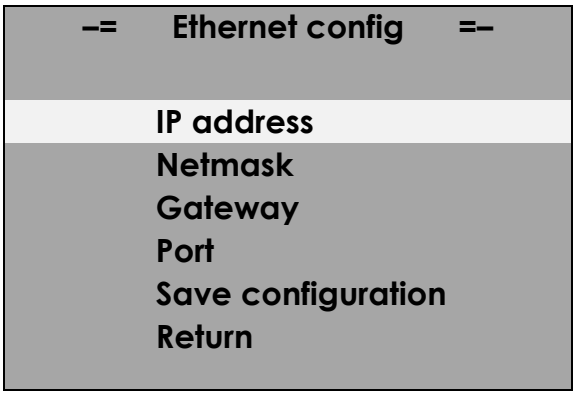

Рисунок 3.6
3.4.5 Меню **«Ethernet config»** предназначено для настройки интерфейса связи с компьютером и состоит из следующих команд (рисунок 3.6):